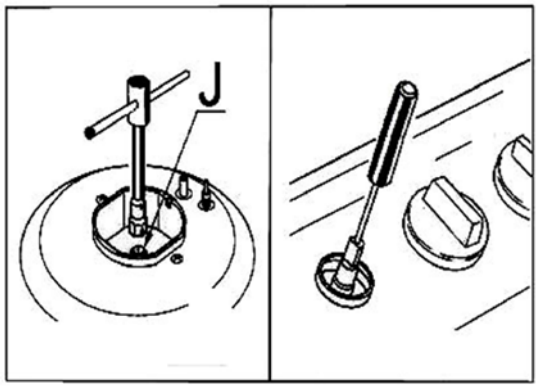

Рис. 9
- Выверните жиклеры **«J»** (см. рис. 9) торцевым ключом на 7 мм и замените их подходящими (см. таблицу «Диаметры жиклеров, мм»). Жиклеры маркируются указанием диаметра отверстия в миллиметрах в верхней части жиклера;
- Вставьте маленькую отвертку с плоским жалом в стержень вентиля (см. рис. 9). В вентилях, оборудованных предохранительным клапаном системы «газ-контроль», регулировочный винт может находиться снаружи стержня вентиля.